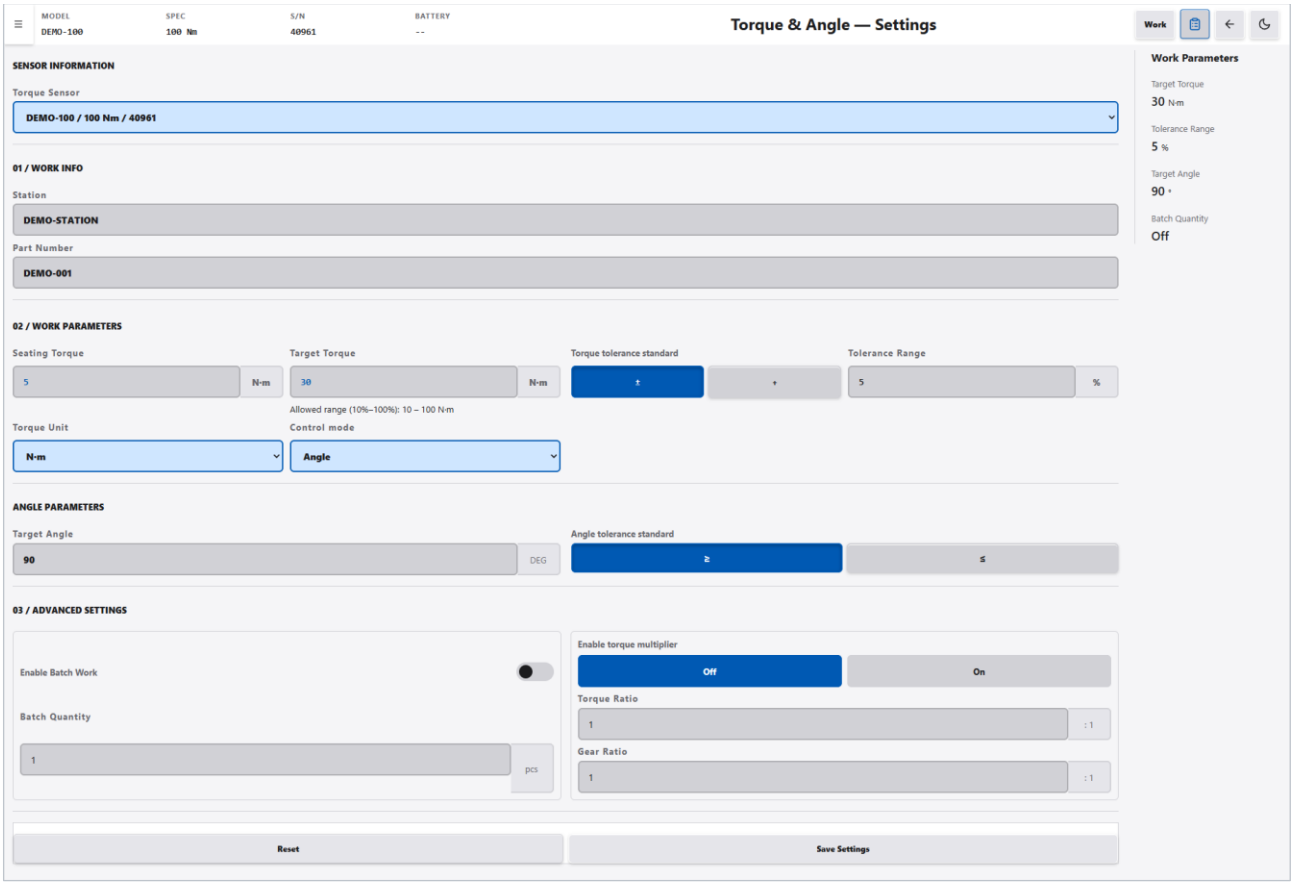

Figure 6-2 Torque & Angle settings screen
1. On the Torque & Angle work screen, click "Settings" at the top right. The screen shows "Torque & Angle — Settings", with the form filled with the currently saved settings (see Figure 6-2).